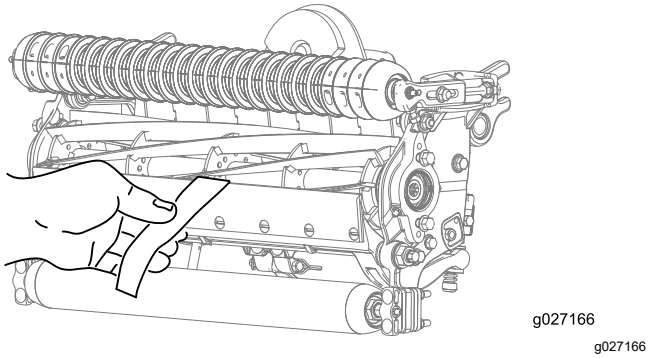

Figuur 20
2. Test de maaiprestaties door een lange strook maaitestpapier (Toro onderdeel 125-5610) tussen de snijplaat en de messenkooi te steken, loodrecht op de snijplaat (Figuur 20). Draai de messenkooi traag naar voren. Het papier moet gesneden worden.